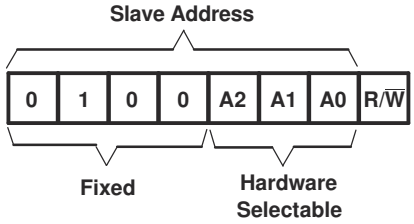
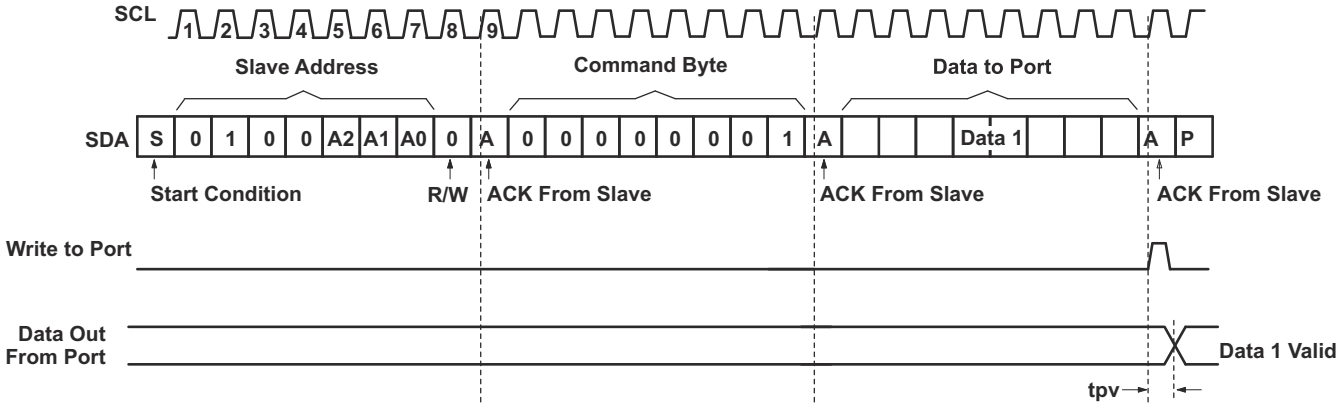
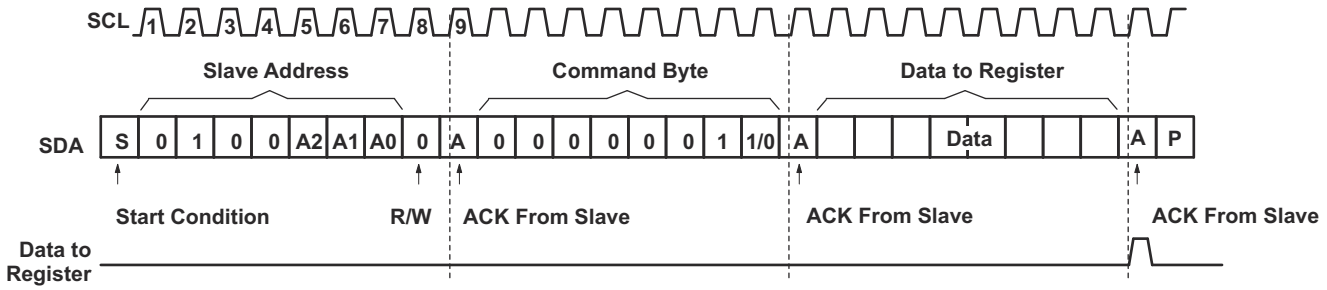
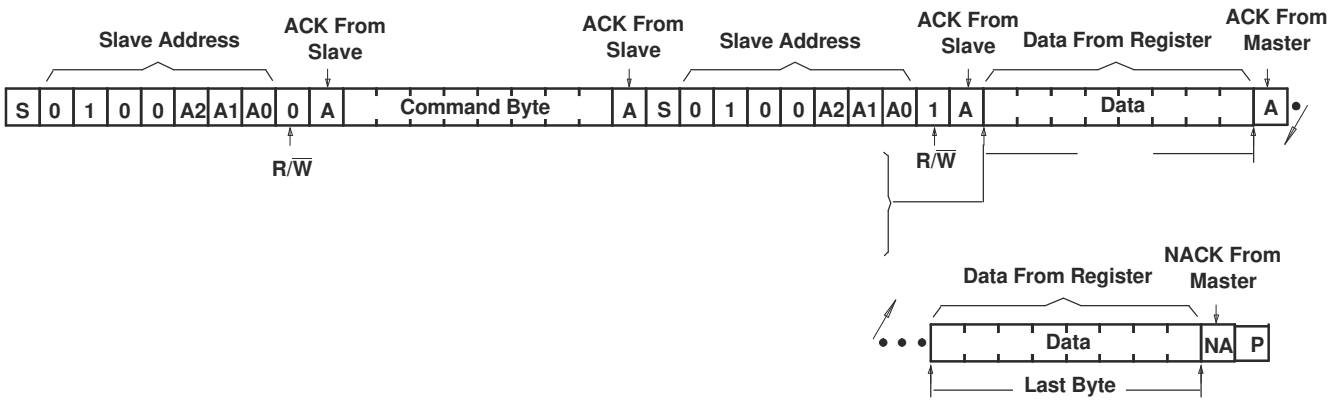

Figure 9-6. Pca9534 Address
Figure 9-8. Write To Output Port Register
Figure 9-9. Write To Configuration Or Polarity Inversion Registers
Figure 9-10. Read From Register
Figure 9-6 shows the address byte of the PCA9534.
Data is transmitted to the PCA9534 by sending the device address and setting the least significant bit (LSB) to a logic 0 (see Figure 9-6 for device address). The command byte is sent after the address and determines which register receives the data that follows the command byte (see Figure 9-8 and Figure 9-9). There is no limitation on the number of data bytes sent in one write transmission.
The bus master first must send the PCA9534 address with the LSB set to a logic 0 (see Figure 9-6 for device address). The command byte is sent after the address and determines which register is accessed. After a restart, the device address is sent again but, this time, the LSB is set to a logic 1. Data from the register defined by the command byte then is sent by the PCA9534 (see Figure 9-10 and Figure 9-11). After a restart, the value of the register defined by the command byte matches the register being accessed when the restart occurred. Data is clocked into the register on the rising edge of the ACK clock pulse. There is no limitation on the number of data bytes received in one read transmission, but when the final byte is received, the bus master must not acknowledge the data.
C. This figure eliminates the command byte transfer, a restart and slave address call between the initial slave address call and the actual data transfer from the P Port. See Figure 9-10 for these details.